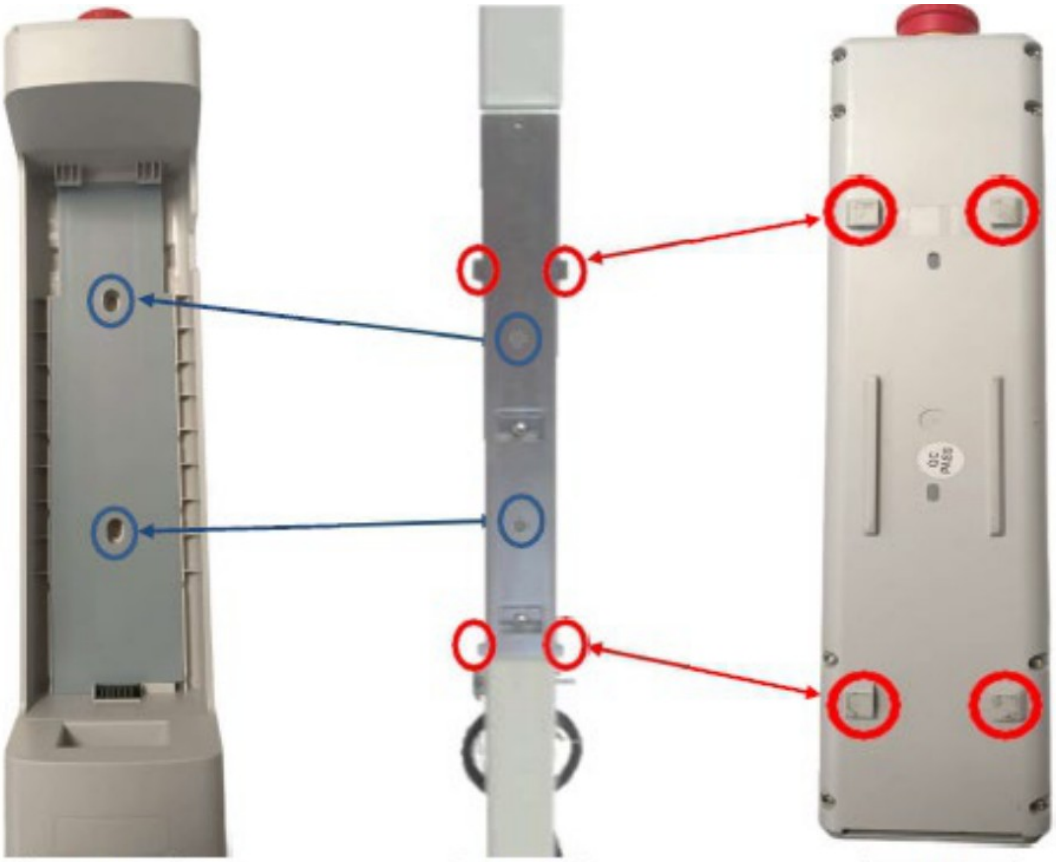

Fig.1 Fig.2 Fig.3
- Nehmen Sie die Batterie heraus (siehe nächste Seite), sodass die beiden mittleren Bohrungen der Batteriehalterung sichtbar sind (blaue Kreise in Abb. 1).